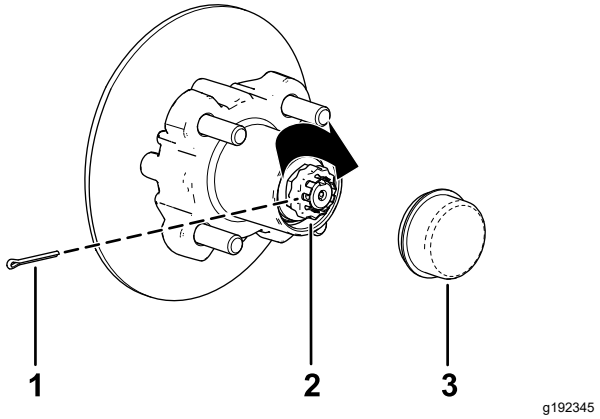

Figura 38
8. Instale o retentor por cima da porca e verifique o alinhamento da ranhura no retentor e o orifício no eixo para o contrapino (Figura 38).
9. Coloque o contrapino e dobre as pernas em torno do retentor (Figura 38).
10. Coloque o tampão antipoeira no cubo (Figura 38).